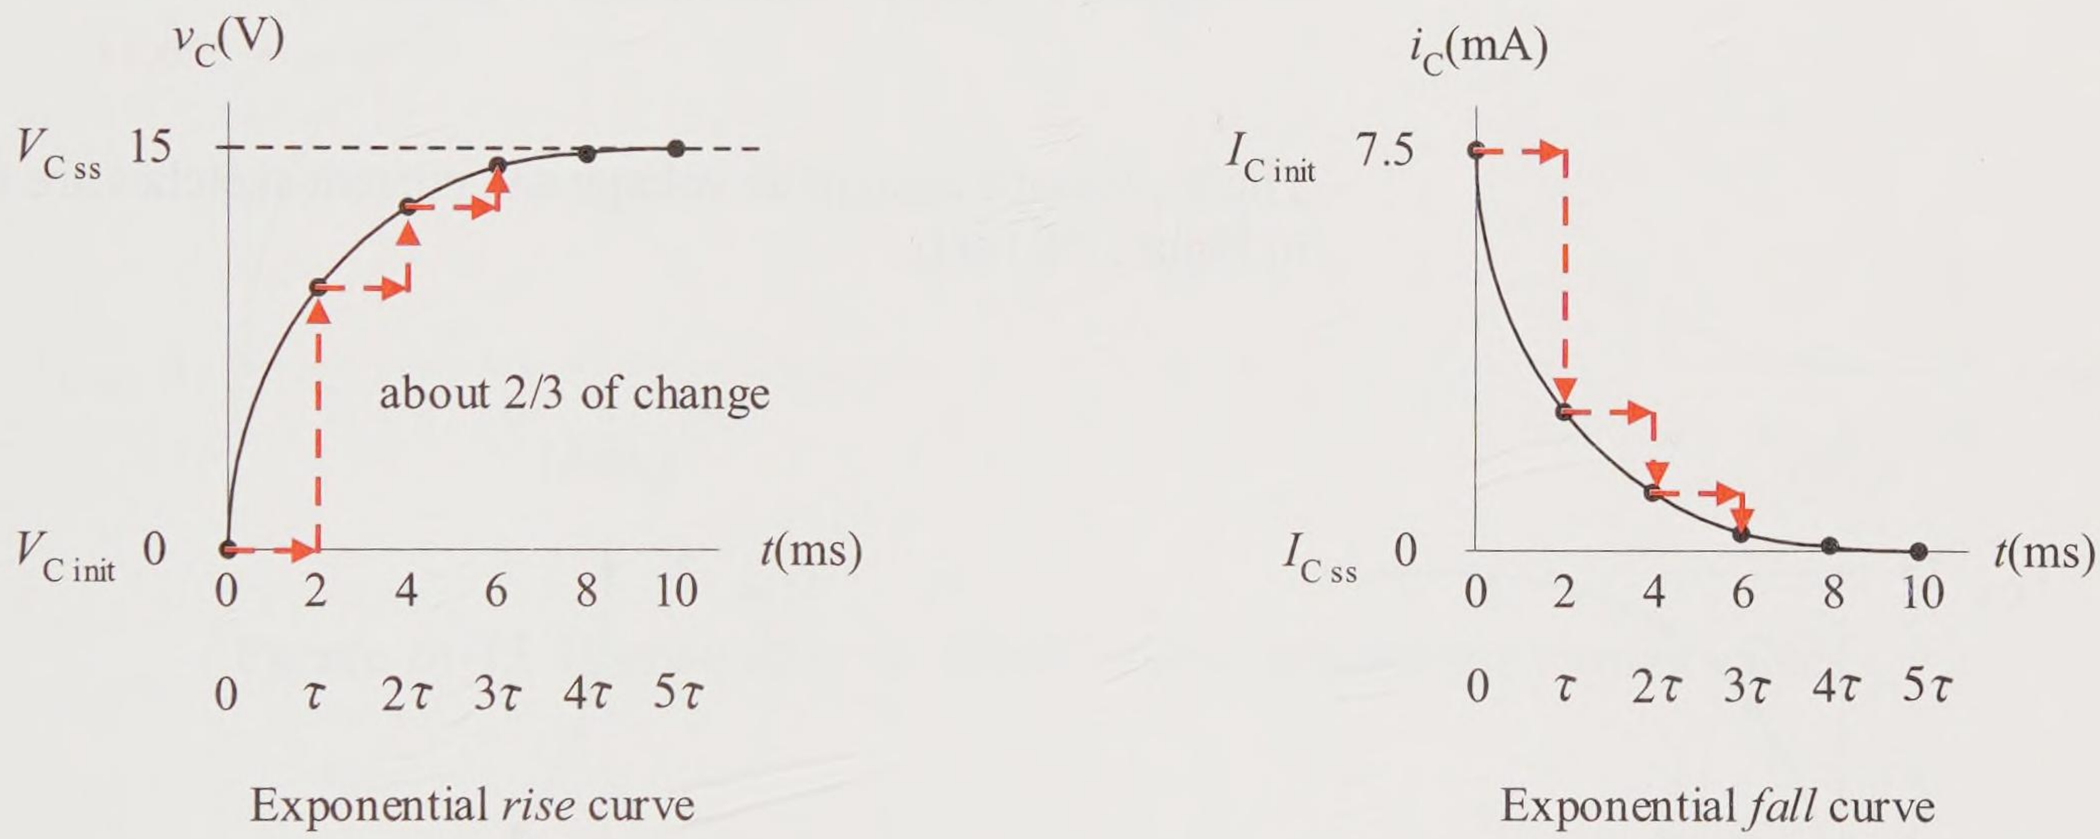

Figure 14-14(d) Quick sketch of example capacitor dc transient voltage and current
6. Quick sketch the capacitor transient voltage and current. See Figure 14-14(d).